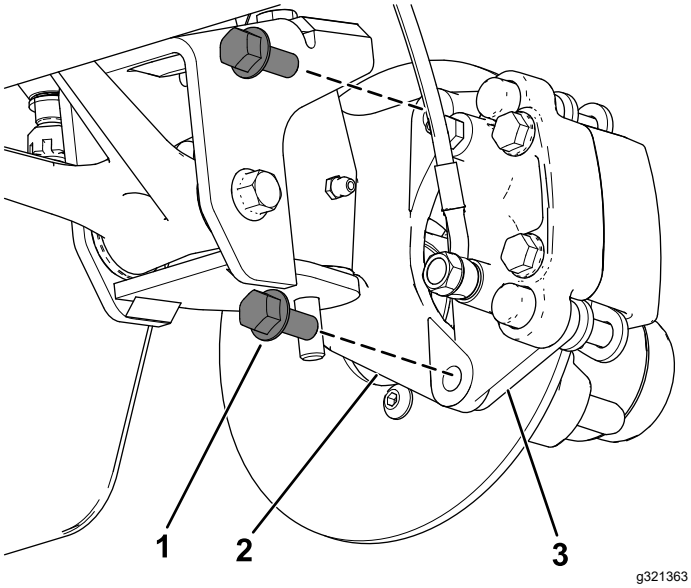
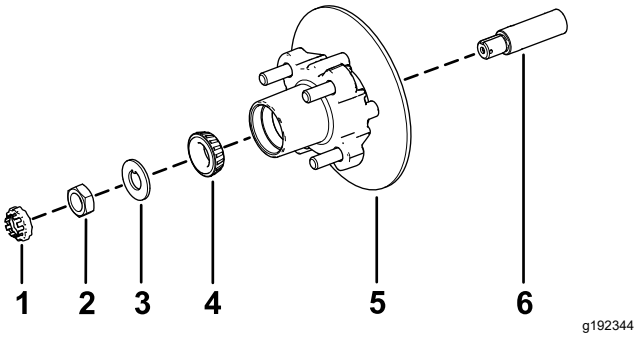

Figuur 35
Figuur 39
3. Verwijder de flenskopbouten (⅜" x ¾") waarmee de beugel voor de rem is bevestigd aan de as en verwijder de rem van de as (Figuur 35).
1. Breng een laagje van het aanbevolen smeermiddel aan op de as (Figuur 39).
2. Monteer de naaf en de rotor op de as met de rotor aan de binnenkant (Figuur 39).
3. Monteer het buitenste lager op de as en plaats het lager in de buitenste loopring (Figuur 39).
4. Monteer het borgplaatje op de as (Figuur 39).
5. Draai de asmoer op de as en zet de moer vast met een torsie van 15 N·m terwijl u de naaf draait om het lager te plaatsen (Figuur 39).
2. Lijn de remblokken aan beide zijden van de rotor (Figuur 35) en de openingen in de beugel van de remklauw uit met de openingen in de rembevestiging van het asframe (Figuur 39).
3. Bevestig de beugel van de remklauw aan het asframe (Figuur 35) met de 2 flenskopbouten (⅜" x ¾").